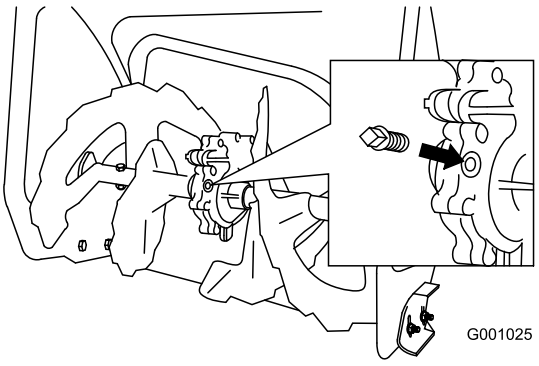

Figura 47
2. Pulite l'area circostante il tappo del tubo (Figura 47).